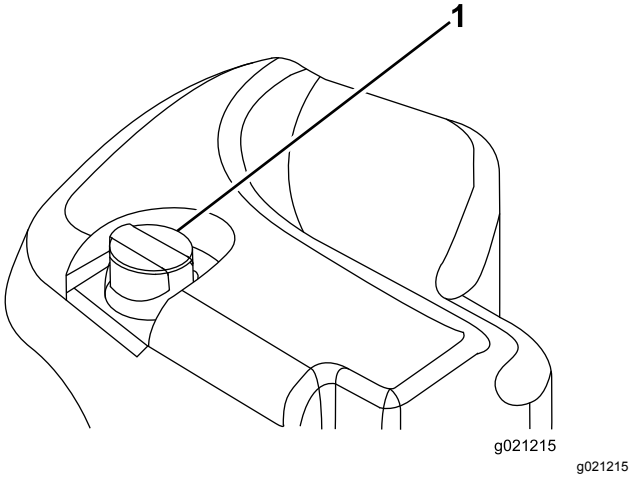

**Figur 29**
2. Rengør området omkring påfyldningsstudsen og hydrauliktankens dæksel (Figur 29). Fjern dækslet fra påfyldningsstudsen.